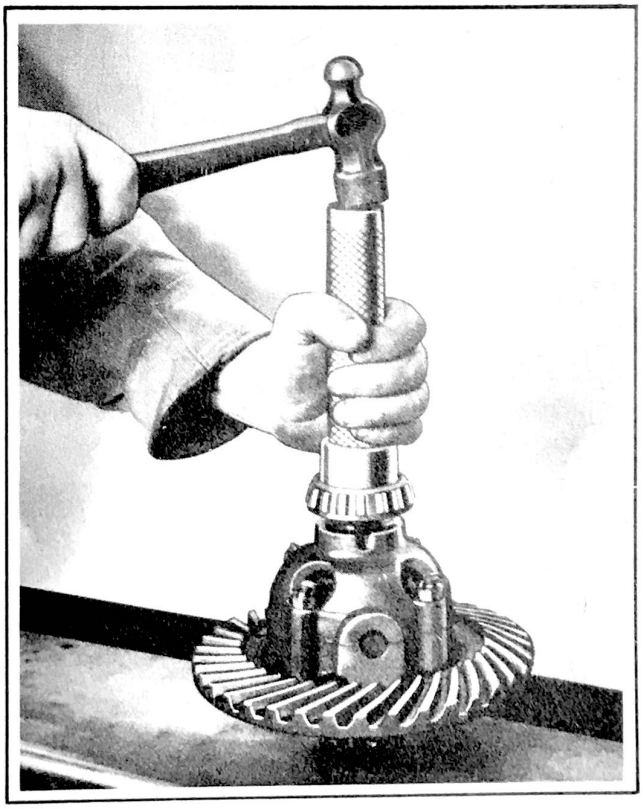

Figure 285 - Differential Bearing-Cone and Roller Installing with J-355 Tool
Install differential bearing cones (17), Fig. 274, on differential case hubs using differential bearing driver tool J 355, as shown in Fig. 285.